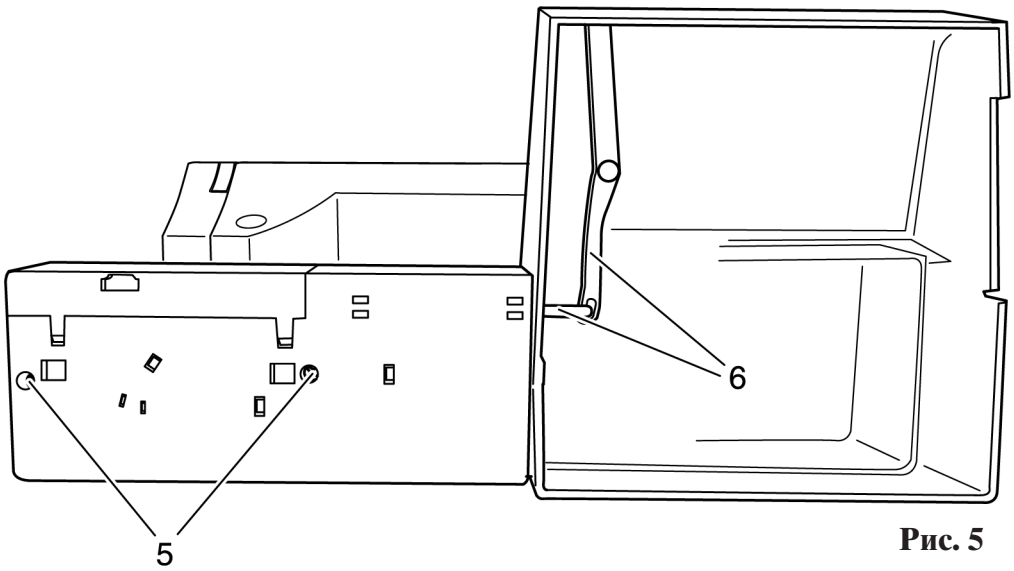

Рис. 5
- Выверните оба крепежных винта 3 крышки рукавной платформы (рис. 5).